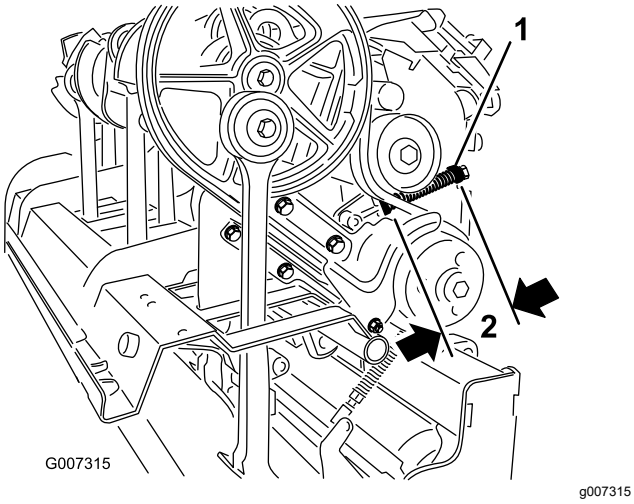

**Figuur 35**
C. Zet de borgmoer van de veerhouder los (Figuur 35).
D. Stel de veerhouder zo af dat de ingedrukte veer de juiste lengte heeft (Figuur 35).